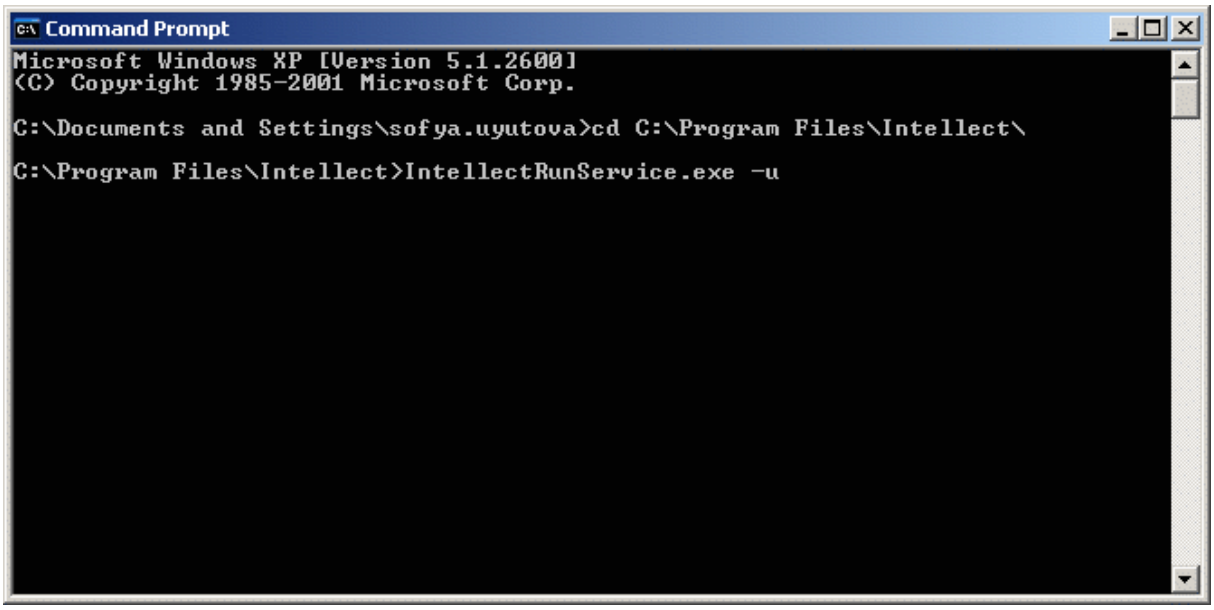

Figure 13.4-3 Disabling Intellect as a Service startup using the command prompt
2.2. Go to the INTELLECT™ installation directory (Figure 13.4-3).
2.3. Run “IntellectRunService.exe –u” command with the Windows command prompt (Figure 13.4-3).